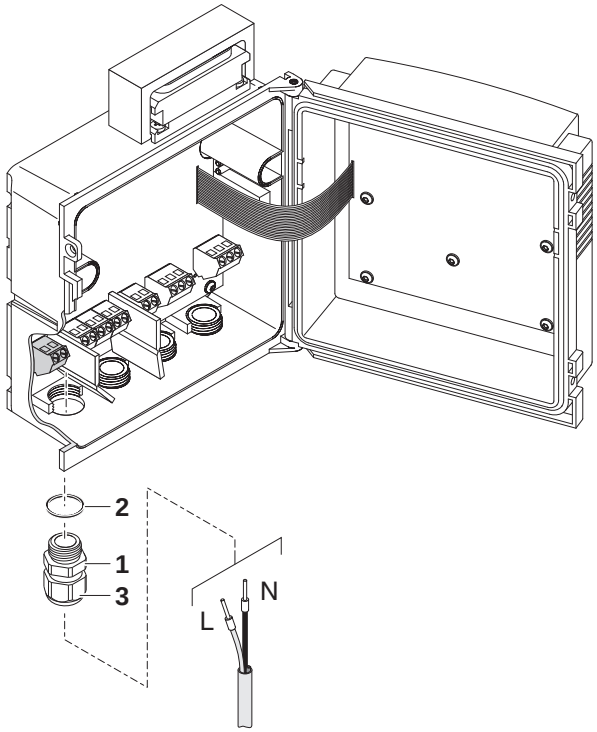

Fig. 3-26 Inserting the supply line.
6	Screw a cable gland (pos. 1 in Fig. 3-26) with sealing ring (pos. 2) into the enclosure below the power supply connection.
10	Tighten the coupling ring (pos. 3 in Fig. 3-26).